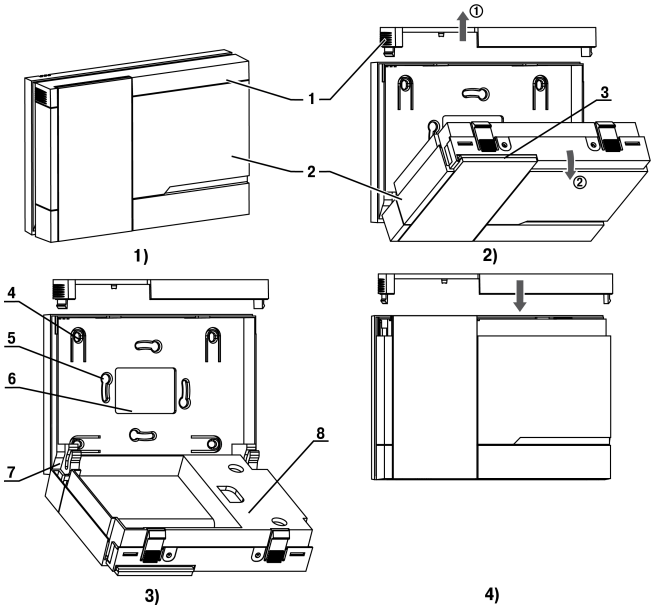

Рисунок 4.3 – Монтаж прибора настенного исполнения Н2
1. Подготовить прибор к монтажу. Для этого следует снять фиксирующую планку (*рисунок 4.3*, *2*, поз. 1) и отсоединить электронный блок (там же, *2*, поз. 2) от кронштейна (там же, *2*, поз. 3).